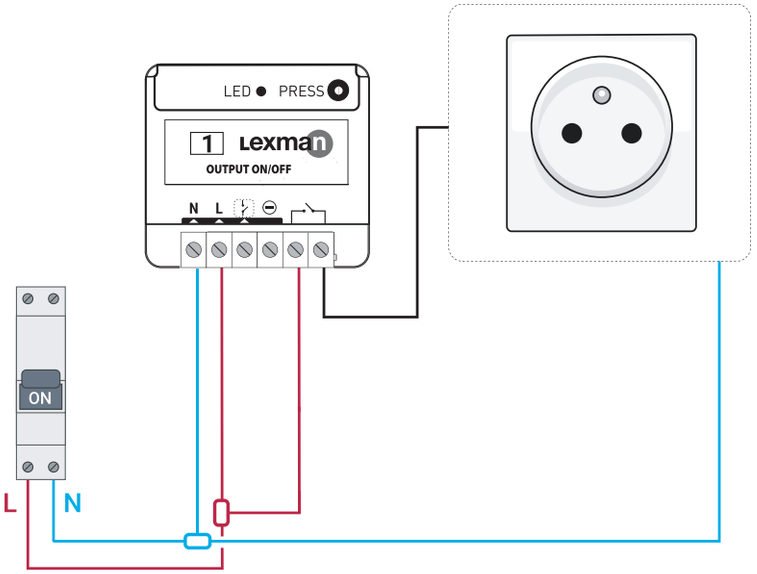

Figure 4
3. Wire the ON/OFF receiver according to the diagram (figure 4).